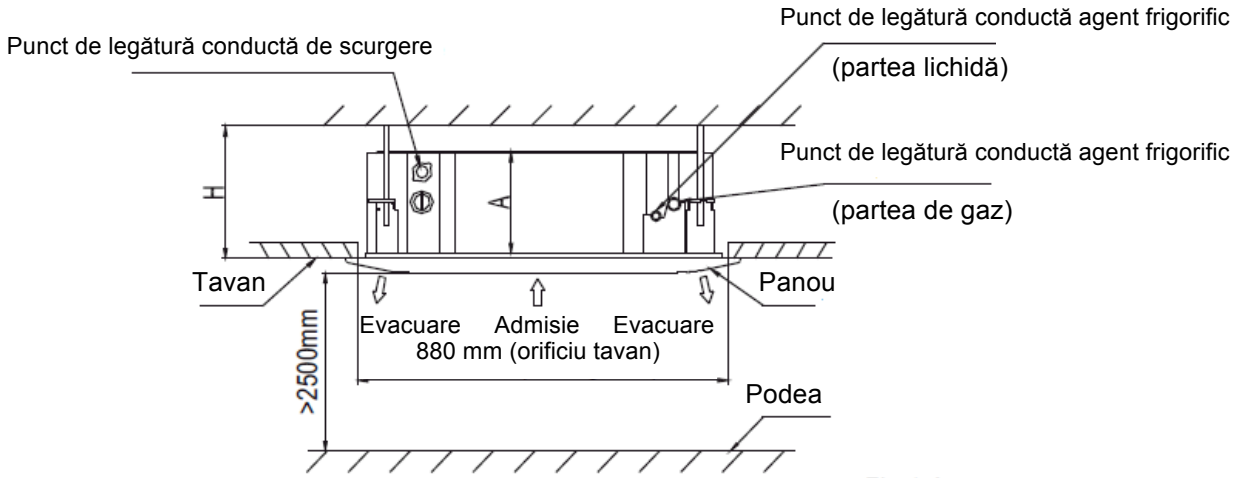

Fig.1-2
1. Decupați un orificiu pătrat de 880x880mm în tavan conform cu forma cartonului pentru instalare. (consultați Fig. 1-2)